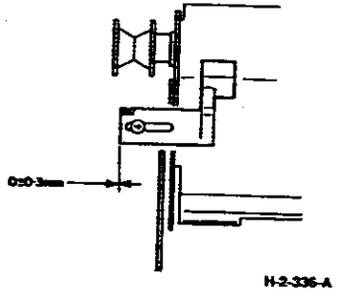

**Рисунок 4. Положение датчика регистрации верхней кромки.**
3. (Рисунок 4) При установке датчика регистрации передней кромки отрегулируйте его на номинальный размер.